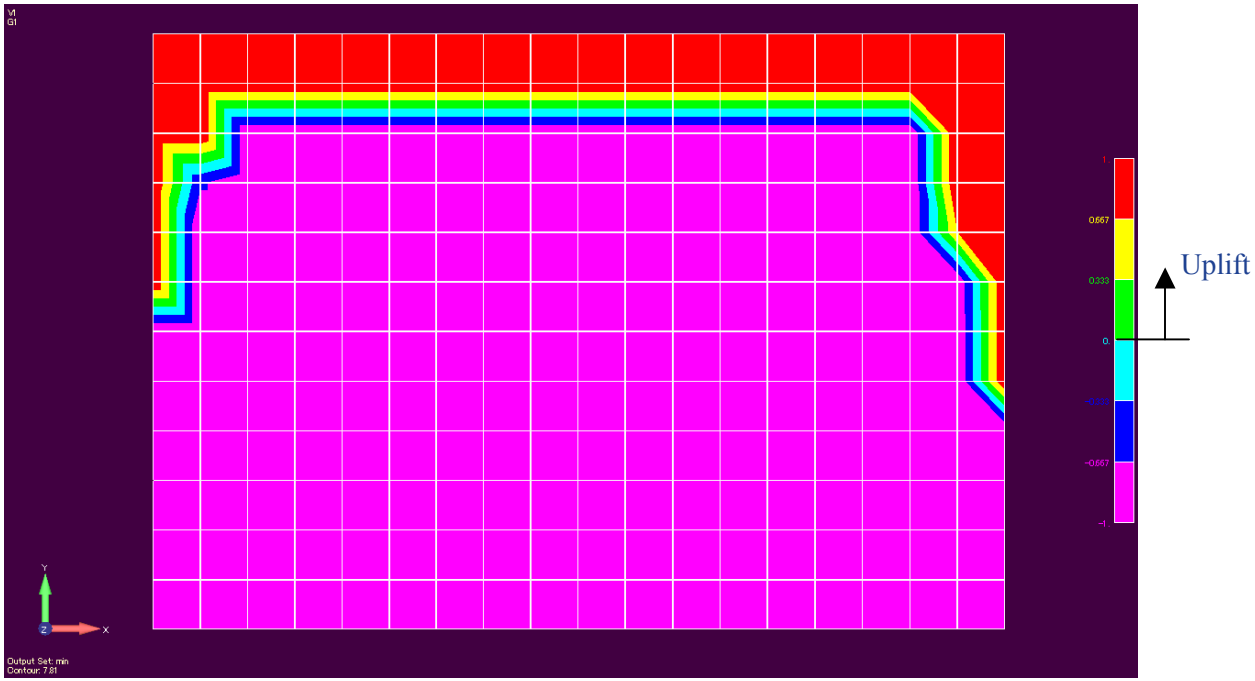

Figure 1
- GEH used the energy balance method which takes into account the effects of uplift in the linear response calculated by SASSI. It was concluded that this simplified method provides a reasonable estimate using the linear analysis results when the amount of uplift is less than 50% of the basemat dimension. As shown in Figure 1, the extent of uplift is not extensive and a large portion of the basemat remains in contact with the soil.